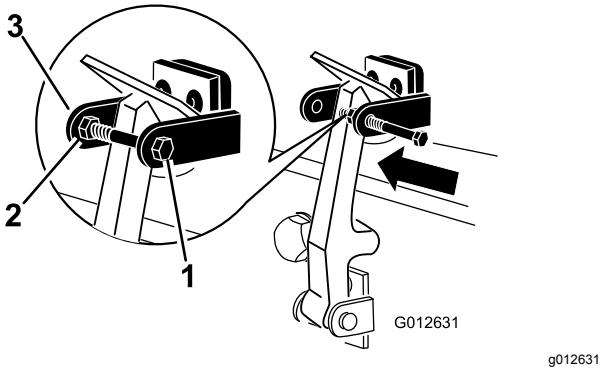

Rysunek 6
7. Wkręć śrubę w drugie ramię uchwytu blokady maski, blokując w ten sposób zatrzask na swoim miejscu (Rysunek 6). Dokręć śrubę do oporu, ale nie dokręcaj nakrętki.